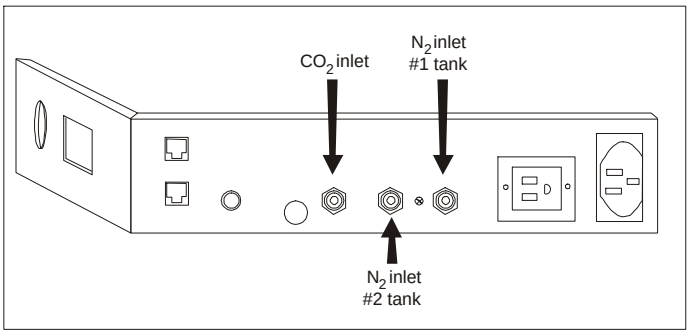

Figure 6-8, N_2 fittings
b. Connecting the N_2 Gas Supplies (refer to Figure 6-8):